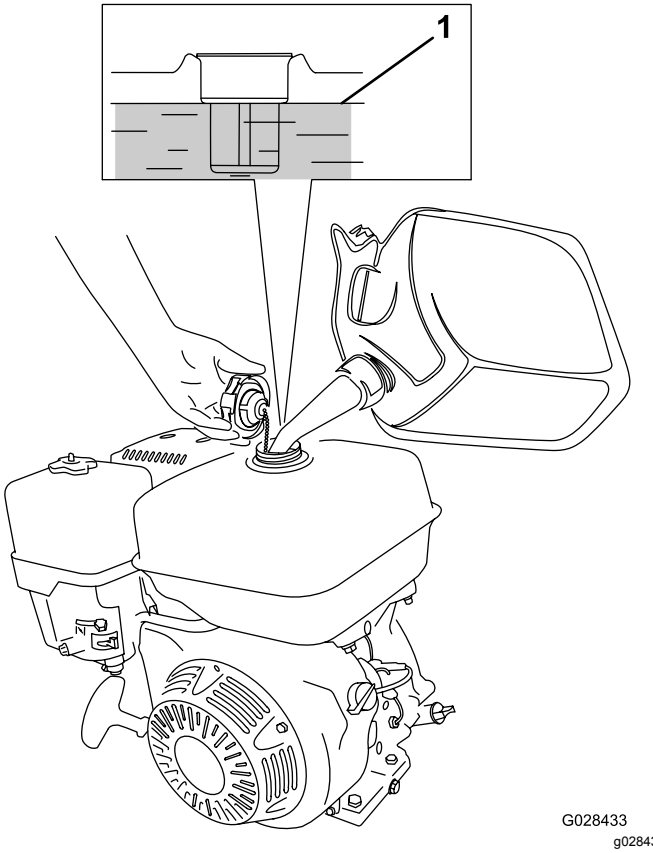

Rysunek 23
1. Wyczyść okolice korka wlewu paliwa i zdejmij korek ze zbiornika (Rysunek 23). Napełnij zbiornik benzyną bezołowiową (minimum 87 oktanów) do poziomu około 25 mm poniżej górnej części zbiornika, co umożliwi rozszerzanie się paliwa.